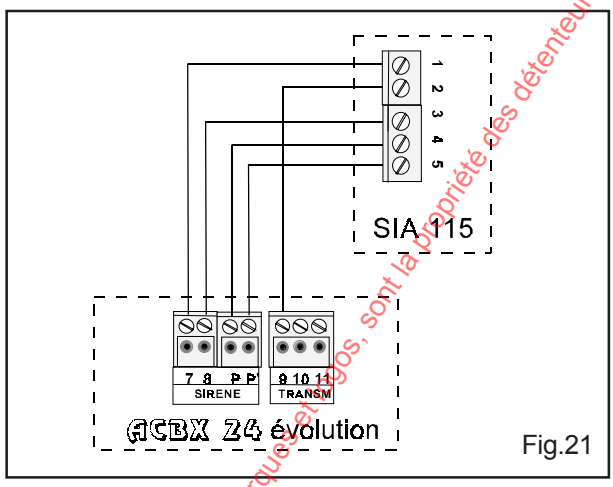

Fig.21
- Exemple de raccordement d'une sirène autoalimentée type SIA 115 (code 10275) fig.21.